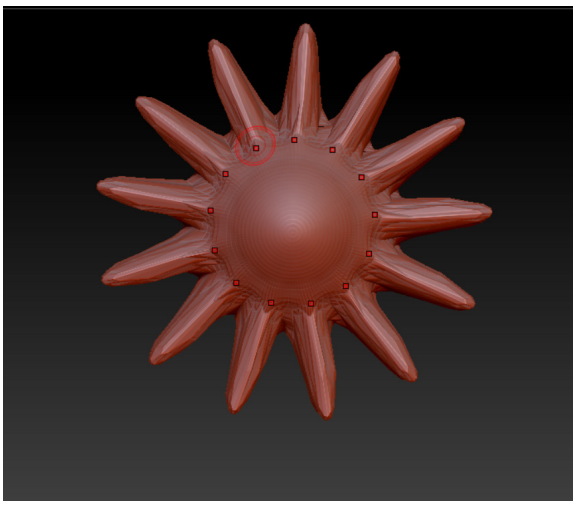

Figure 3-143 *Dragging the cursor outward*
7. Press and hold the left mouse button and drag the cursor twice in the outward direction to form a thick petal of flower, as shown in Figure 3-143.